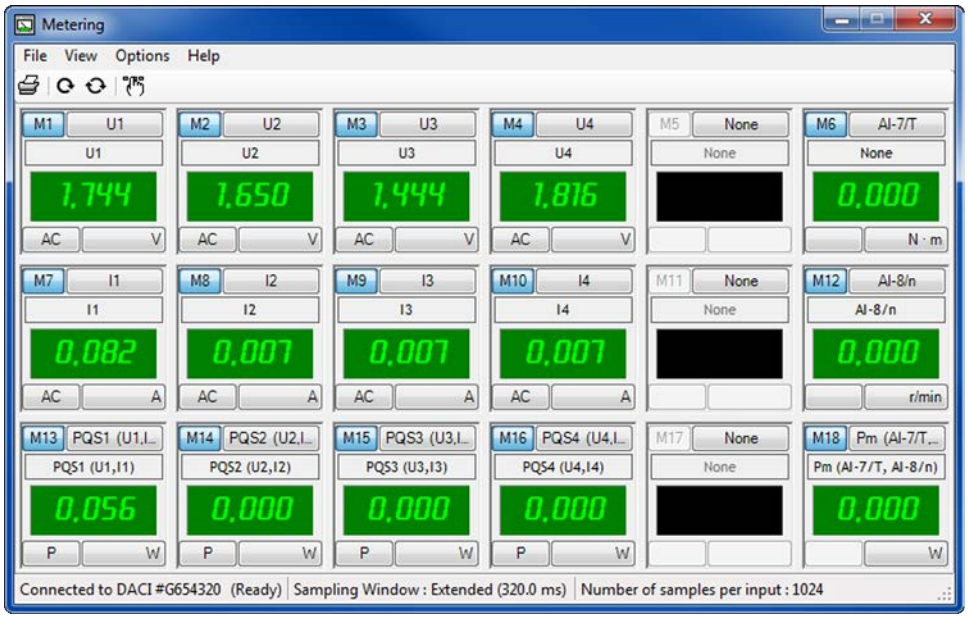

Figure 8 : Lorsque l'instrument Appareils de mesure est ouvert, la fenêtre Appareils de mesure apparaît.
16. Pour ouvrir un instrument informatisé implémenté avec la DACI, sélectionnez cet instrument dans le menu Instruments (la figure 7) de LVDAC-EMS, ou cliquez sur le bouton correspondant dans la barre d'outils de LVDAC-EMS. L'instrument sélectionné apparaîtra sur l'écran de l'ordinateur. Par exemple, la figure 8 montre la fenêtre qui apparaît lorsque l'instrument Appareils de mesure est ouvert.